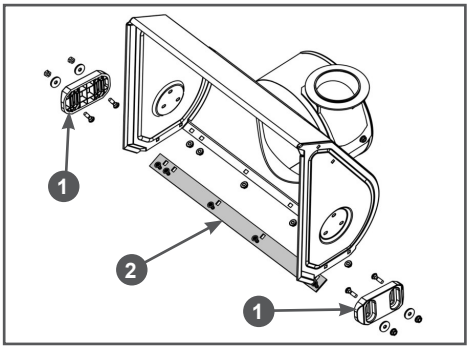

**Рис. 32 Обслуживание кожуха шнеков**
1. Открутите гайки крепления полозков 1 (Рис. 32) и снимите полозки с кожуха шнеков.
2. Установите новые полозки и закрепите их четырьмя болтами и гайками (Рис. 32). Перед окончательной затяжкой гаек отрегулируйте высоту забора снега.
Для наглядности на Рис. 32 кожух шнеков показан без шнеков, редуктора и валов.
1. Открутите гайки крепления и снимите нижнюю накладку 2 с кожуха шнеков (Рис. 32).
2. Установите новую нижнюю накладку и закрепите ее болтами и гайками (Рис. 32).